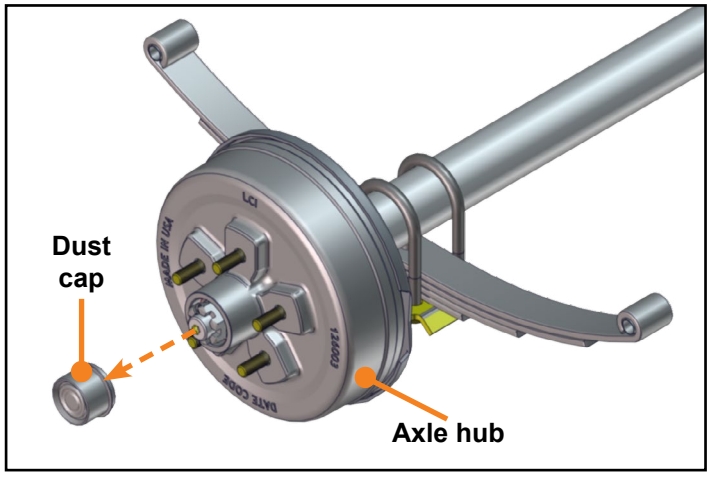

Fig.13
6. Re-install dust cap into the hub assembly using a rubber mallet to properly seat it to the hub face **(Fig. 13)**.